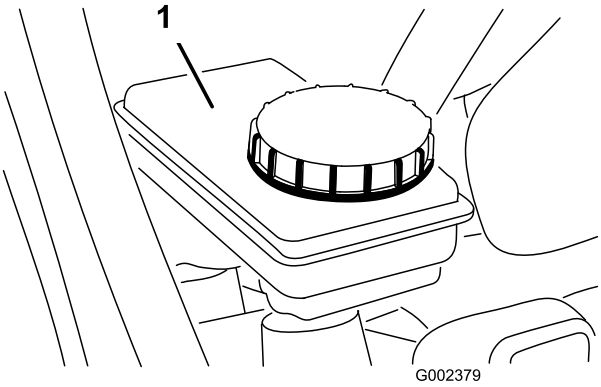

Figur 21
2. Væskestanden skal være op til linjen Full (fuld) på beholderen (Figur 21).